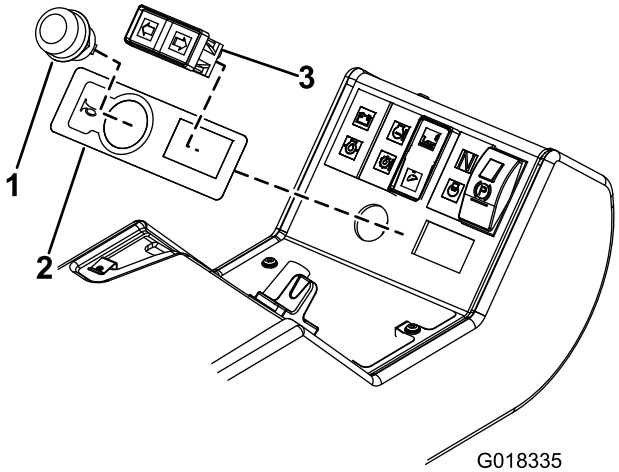
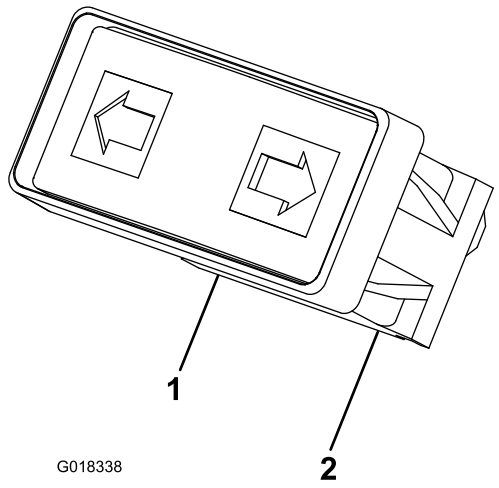

Figura 18
Figura 19
9. Instale o autocolante da buzina alinhando as extremidades dos furos redondo e rectangular (Figura 18).
10. Instale o botão da buzina e o interruptor do indicador de direcção no painel de controlo (Figura 18). Instale o interruptor do indicador de direcção com os fios Verde/Vermelho na esquerda e os fios Verde/Branco na direita, como se mostra em Figura 19.